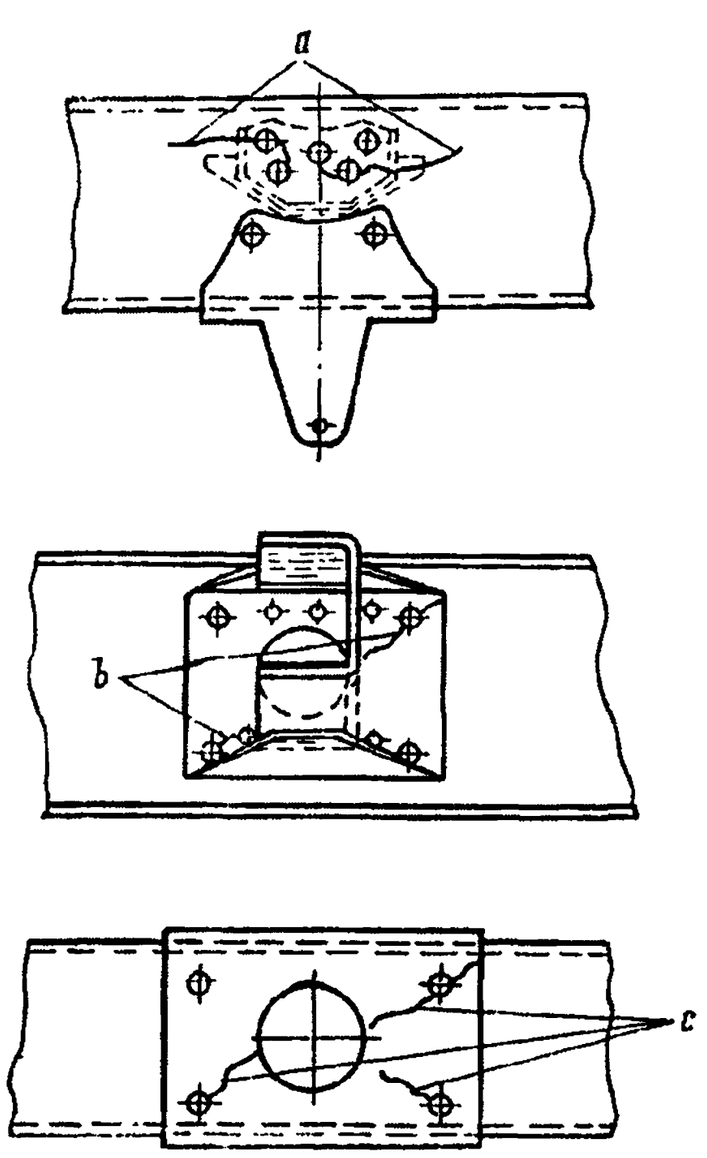

Рис. 366. Расположение возможных трещин на лонжеронах рамы:
2. Трещины в лонжеронах по отверстиям для заклепок крепления кронштейнов задней опоры двигателя (рис. 366, a).
3. Трещины по отверстиям для заклепок крепления к лонжерону кронштейна поперечины № 3 (рис. 366, b).
4. Трещины задней поперечины по отверстиям для болтов крепления тягово-сцепного устройства (рис. 366, c).